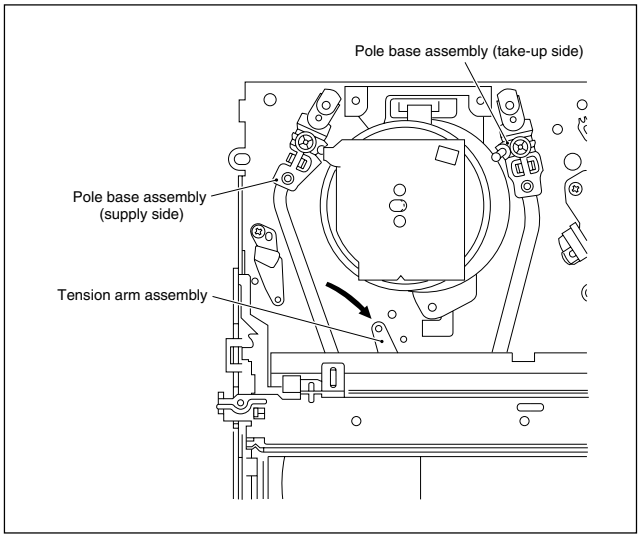

Fig. 2-1-3c
(1) Unplug the power cable and remove the top cover, front panel assembly and others so that the mechanism assembly is visible. (See SECTION 1 DASASSEMBLY.)
(2) While keeping the tension arm assembly of the mechanism assembly free from tension, pull the tape on the pole base assembly (supply or take-up side) out of the guide roller. (See Fig.2-1-3c.)